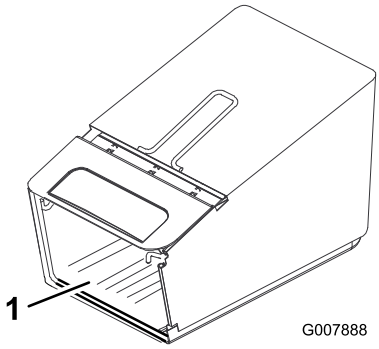

Figur 7
2. Sørg for, at posens sider sidder **inden for** poserammen som vist i (Figur 7).